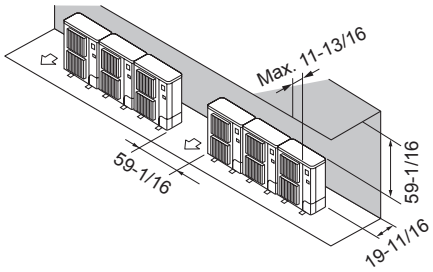

Fig. 2-12
② Obstacles à l'arrière et au-dessus (Fig. 2-12)